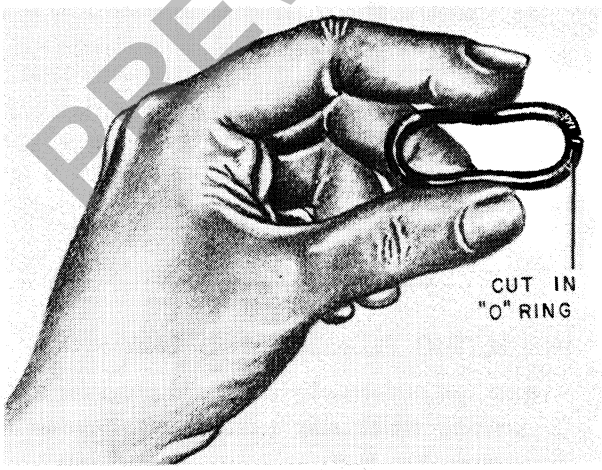

Fig. H-41 Inspecting "O" Ring
1. "O" rings must be free from nicks or cuts in order to form a leakproof seal. Check as shown in Fig. H-41.